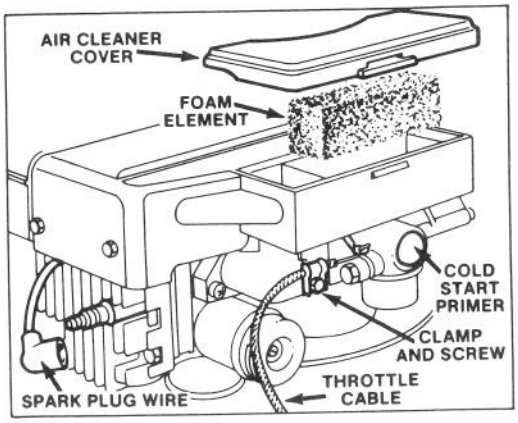

Figure 11
Before starting engine when temperature is below 50°F (10°C), push cold start primer 5 times (Fig. 11), pausing 2 seconds between each push.
1. Stop engine and pull wire off spark plug (Fig. 11).
2. Remove air filter cover and clean (Fig. 11).
3. Inspect air cleaner element (Fig. 11). If necessary remove and clean.
2. Clean around spark plug and remove plug from cylinder head (Fig. 11).
3. Loosen cable clamp screw until throttle cable is free to slide (Fig. 11).
4. Move carburetor control arm to the left until it contacts grounding bracket (Fig. 11). Pull throttle cable slightly to remove any slack, and tighten the cable clamp screw to lock the adjustment in place.